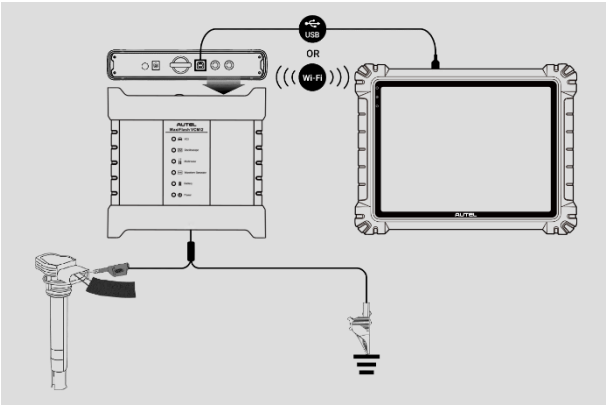

Figura 9-1 ***Diagramă de conectare***
1. Introduceți cablul de testare sau capetele sondei aplicabile în canalul/canalele de intrare pentru a finaliza conexiunea. (Consultați *Figura 9-1 Diagramă de conectare*.)